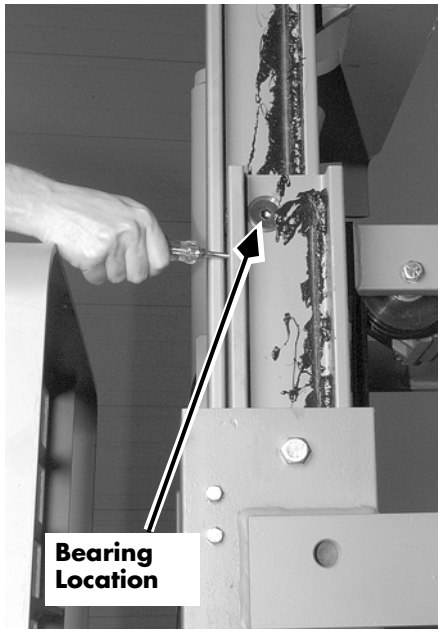

Figure 7-249: Upper Mast Bearing, Outer Telescopic
4. Wedge a screw driver between the roller bearing and the mast to prevent it from falling. See Figure 7-249.